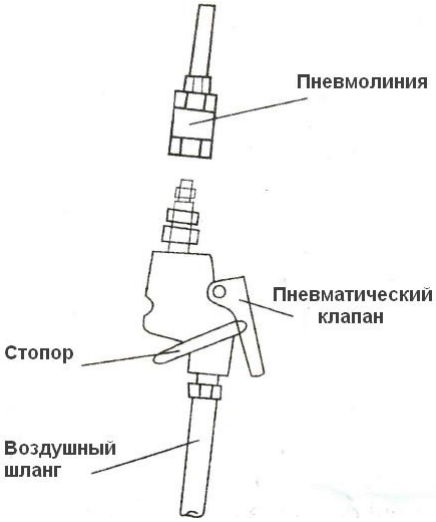

Рис. 2
3. Подключите домкрат к пневмолинии (рис. 2).
5. Закройте выпускной клапан, повернув его по часовой стрелке (рис. 2).
6. Нажмите на рычаг пневматического клапана (рис. 2) и поднимайте подпятник, пока он не коснётся груза.